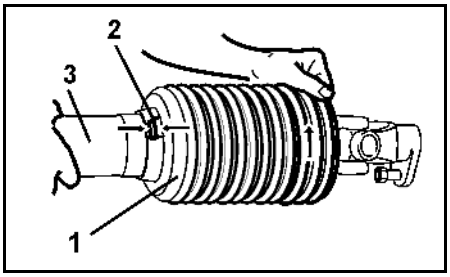

**Rys. 55**
3. Lejek osłony (Rys. 55/1) obrócić w pozycję montażową.
4. Zdjąć połówkę osłony (Rys. 55/3).